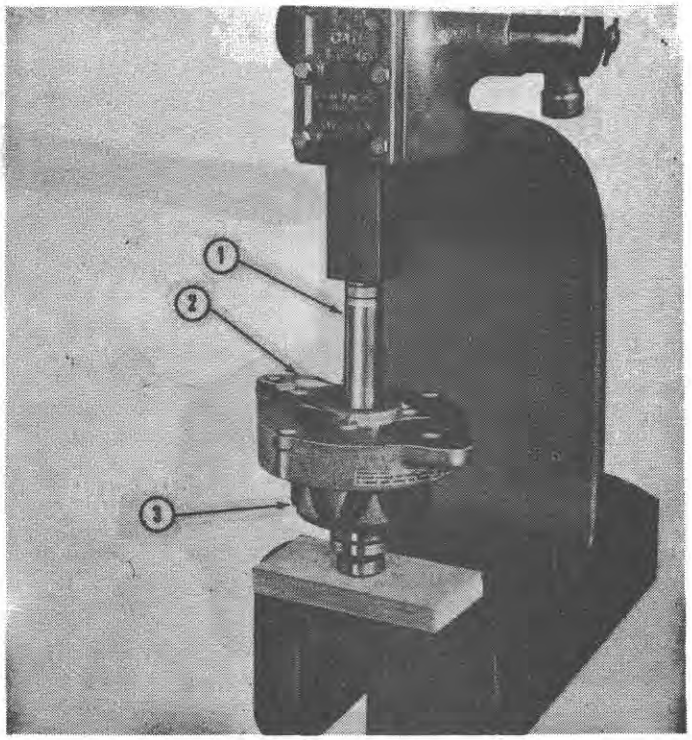

Figure 57
11. Using a 11/16 inch (17.46 mm.) deep socket or sleeve that contacts the inner bearing race only, press the front housing and bearing over the rotor shaft until the bearing contacts the shoulder on the shaft. See Figure 57.